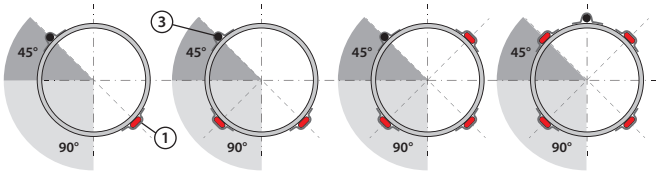

Fig. 2
5. Straight lines and sensor must be fitted as shown at Fig.2. Twisted lines are attached as shown for every approx.1 m pipe with aluminum tape.